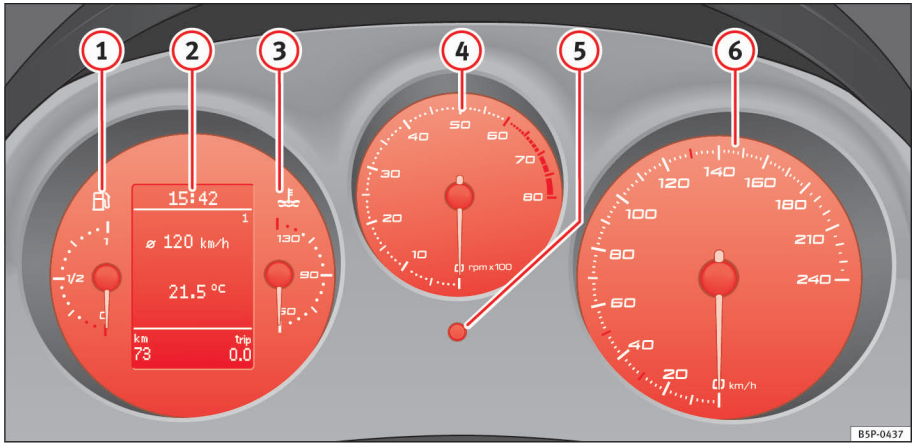

Fig. 32 Udsnit af instrumentpanelet: kombiinstrument
Begyndelsen af det røde område ⇒ side 53, fig. 32 (4) markerer det maksimalt tilladte motoromdrejningstal ved driftstemperatur. Før du når dette område, bør du skifte til næste højere gear, vælge gearvælgerposition D eller flytte foden fra speederen.
– For at indstille timetallet skal du dreje indstillingsknappen ⇒ side 53, fig. 32 (5) mod højre til første klik. Timetallet blinker. Tryk på knappen for at indstille timerne.
Den højre tæller registrerer de korte strækninger. Det sidste ciffer angiver 100 m. Triptælleren kan nulstilles ved at trykke et par sekunder på nulstillingsknappen ⇒ side 53, fig. 32 (6).